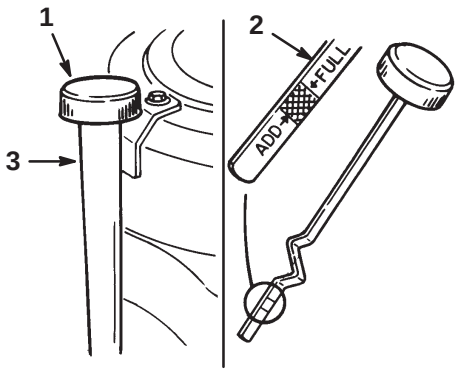

Figure 28
4. Clean around the oil dipstick (Fig. 28) so that dirt cannot fall into the filler hole and damage the engine.
5. Unscrew the oil dipstick and wipe the metal end clean (Fig. 28).
6. Slide the oil dipstick fully into the filler tube, but do not thread onto tube (Fig. 28).
7. Slowly pour approximately 80% of the specified oil (refer to Service Interval/Specification, page 27) into the filler cap (Fig. 28).